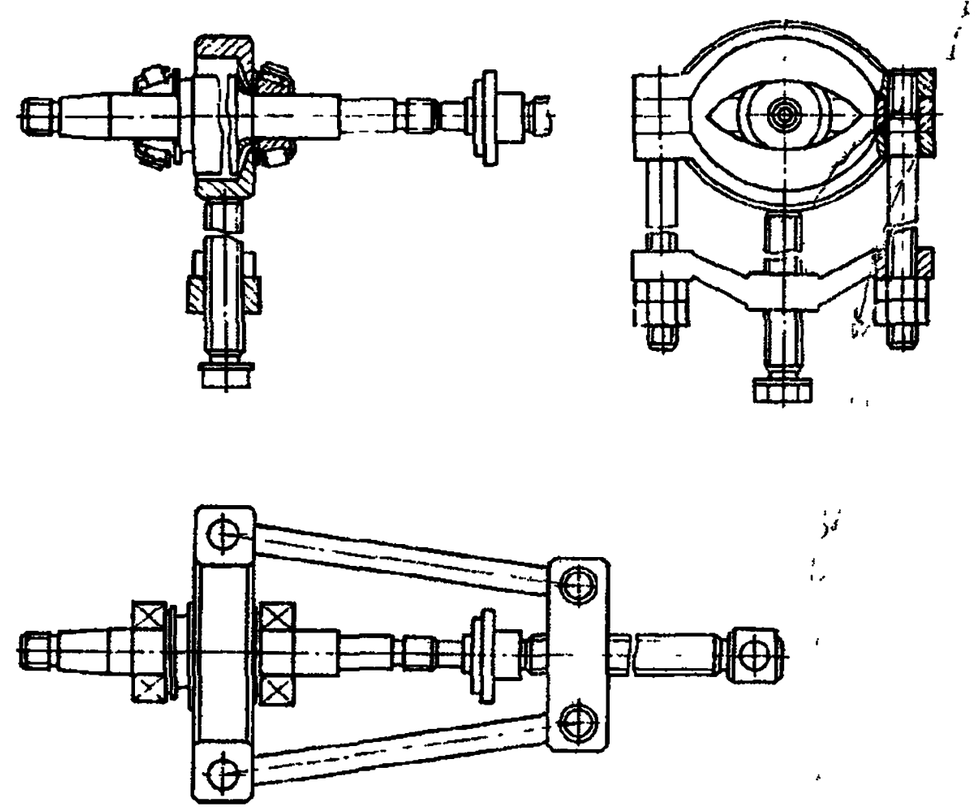

Рис. 82. Снятие подшипников кулачкового вала ТНВД
18. Выньте кулачковый вал *47* из корпуса, спрессуйте съемником (рис. 82) внутренние кольца *49* (см. рис. 80) подшипников с прокладками *48* с вала	Съемник